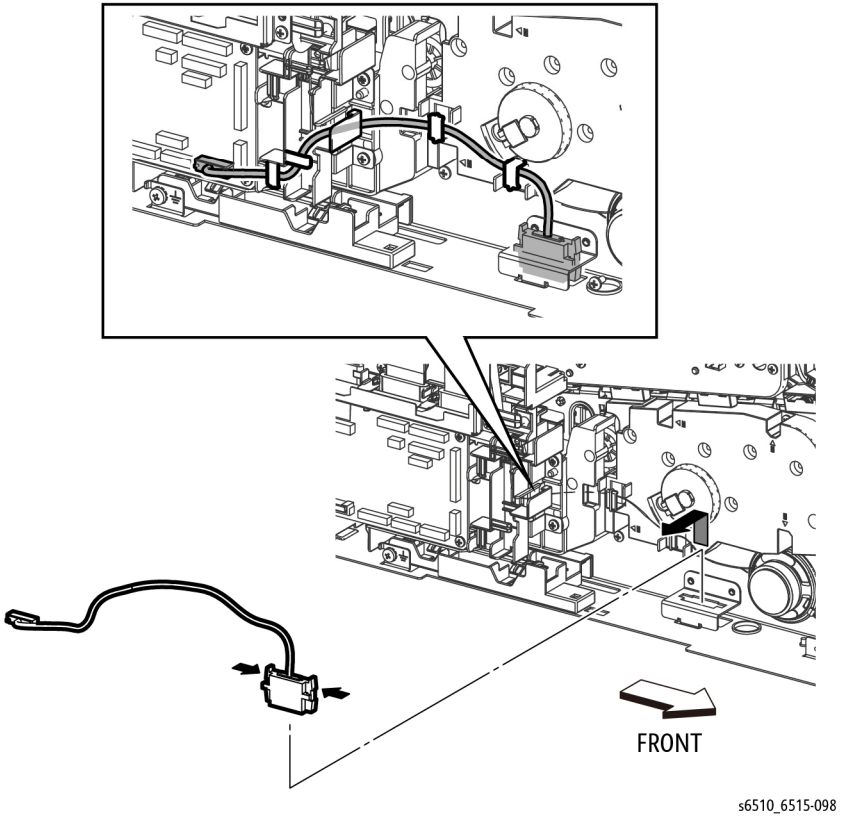

Figure 1 Remove the OPF Harness Assembly (MFP)
4. Refer to Figure 1 to unplug the connector (P/J800) and release the harness portion of the OPF Harness Assembly from the four hooks of the harness guide.
5. Refer to Figure 1 to push the two hooks on the OPF Harness Assembly and remove the OPF Harness Assembly.